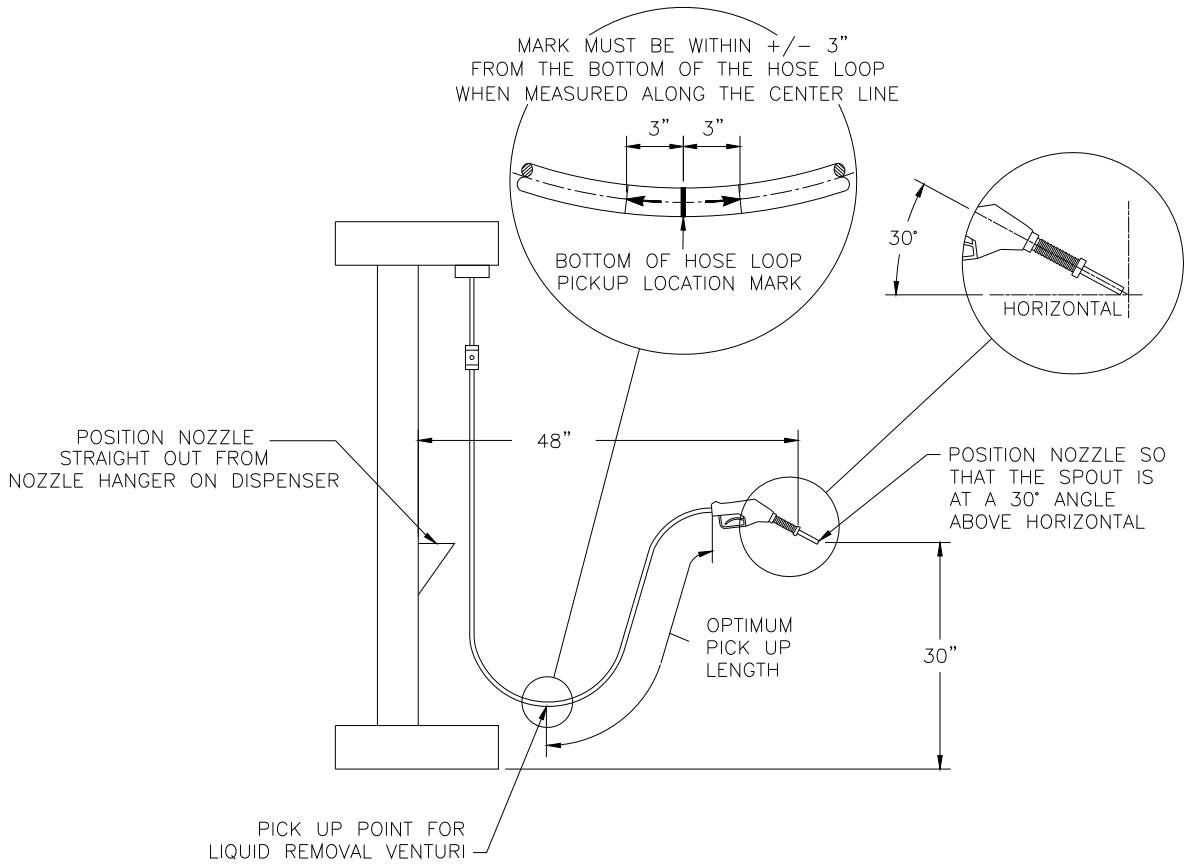

FIGURE 1
4 Hold the nozzle straight out from the dispenser so that the end of the compressed bellows (simulate when the bellows is compressed in the filler neck of a car) is 48 inches away from the front face of the dispenser (see Figure 1). Hold the nozzle so that the tip of the spout is 30 inches
above the pavement and the spout is at a 30° angle above the horizontal plane (see Figure 1). When the nozzle and hose are held in the position shown in Figure 1, the mark on the outer vapor hose should be within 3 inches of the bottom of the loop (see Figure 1).
5 If the mark on the hose is not within the tolerance shown in Figure 1, the installer may:
a) Hold the nozzle and hose in the position shown in Figure 1;